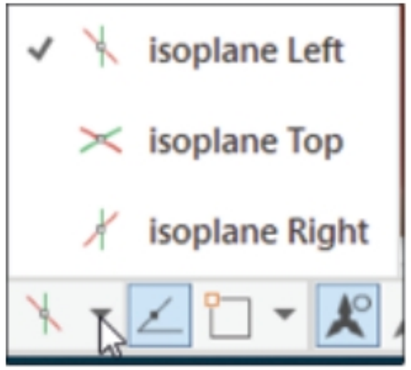

Figure-79. Isometric planes
- To select another isometric plane, click on the down arrow next to the **Isometric Drafting** button. A list of isometric planes will be displayed; refer to Figure-79.